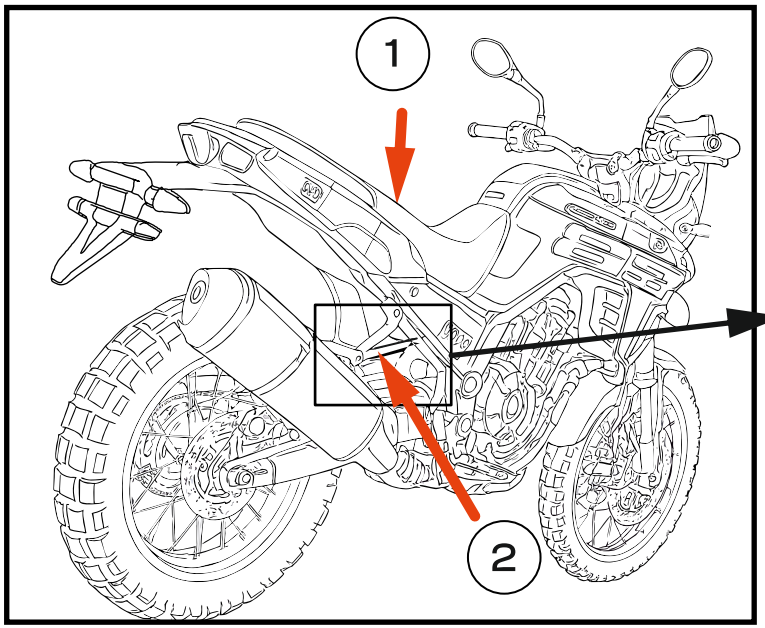
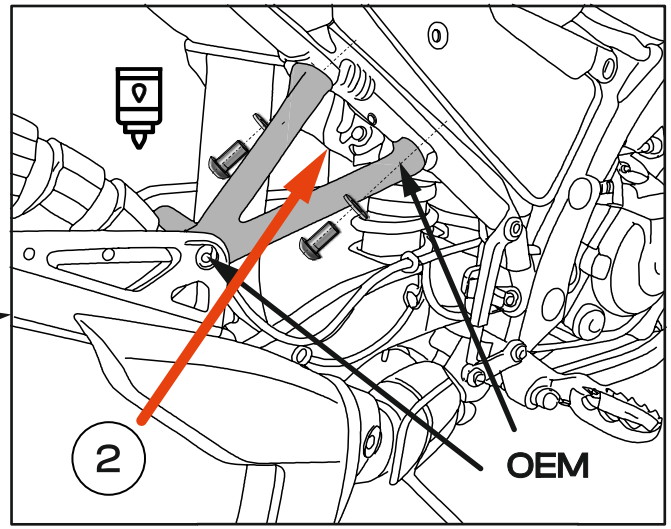

Fig. 2
Fig. 3
1. Remove the seat. **[Fig. 2]** **2.** Unscrew and remove the exhaust bracket . **[Fig. 3]**